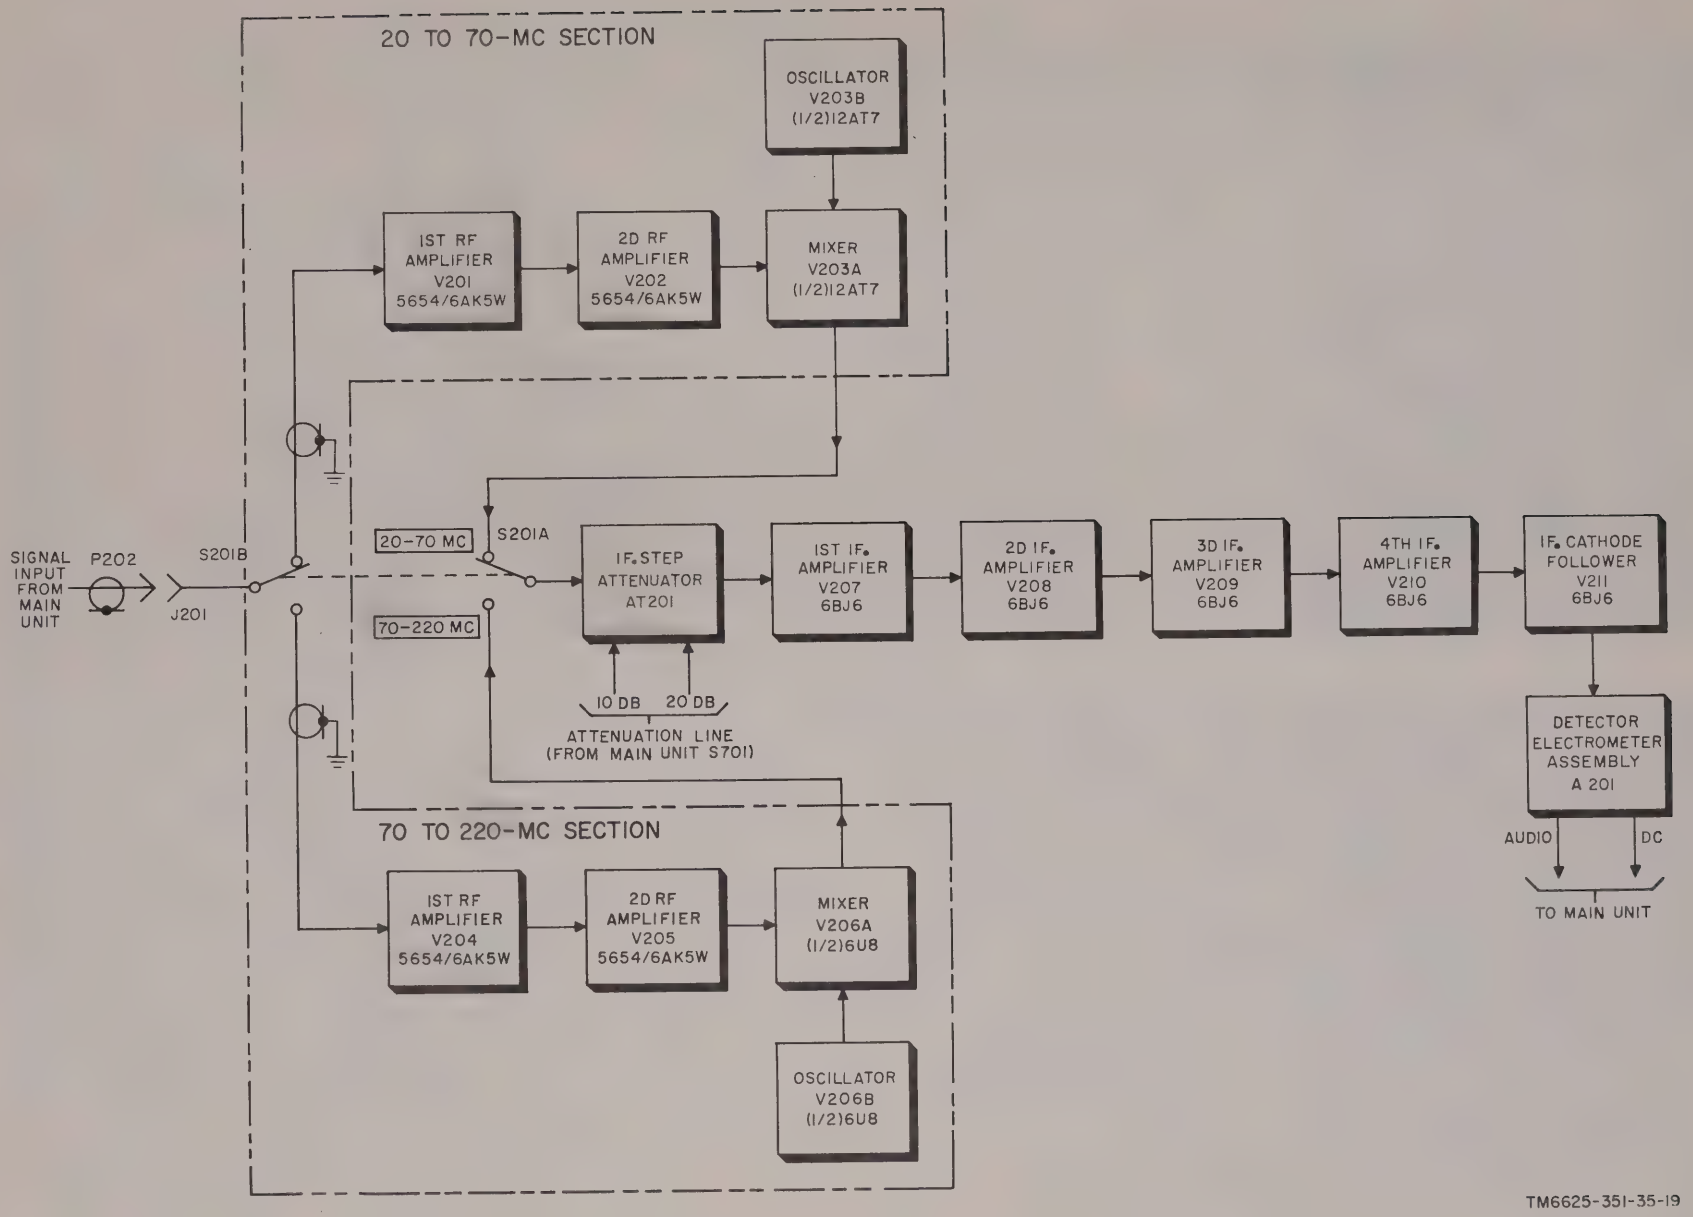

Figure 20. Tuning unit 2, block diagram.
34. Block Diagram of Tuning Unit 2 (fig. 20)
The block diagram for tuning unit 2 is shown in figure 20. For complete circuit details, refer to the overall schematic diagram (fig. 100).